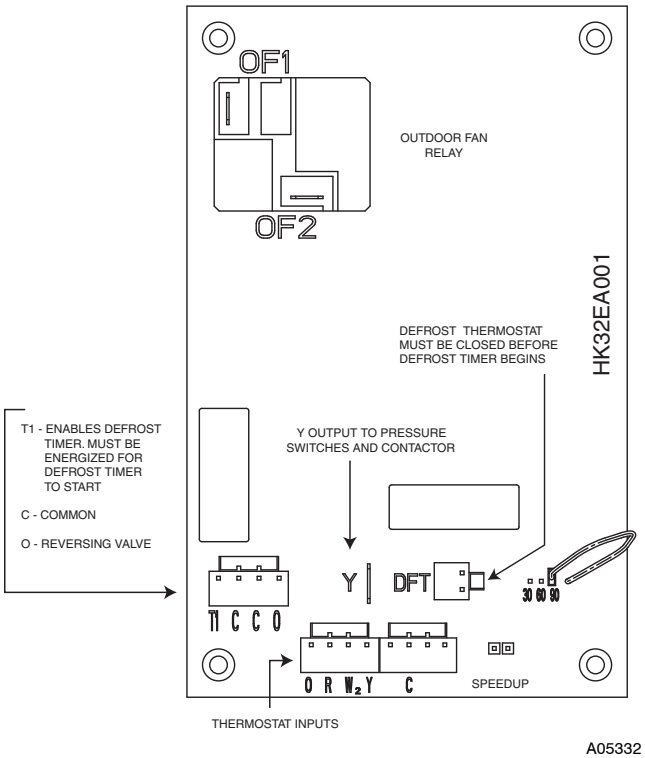

Fig. 9 – HK32EA001 Defrost Control
4. Jumper between DFT and R terminals on control board as shown in Fig. 9.